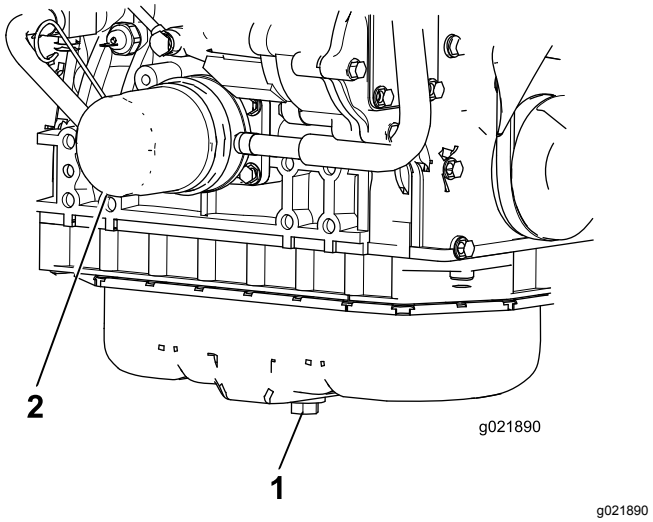

Figur 86
1. Fjern aftapningsproppen, og lad olien flyde over i aftapningsbeholderen (Figur 86).
3. Fjern oliefilteret (Figur 86).